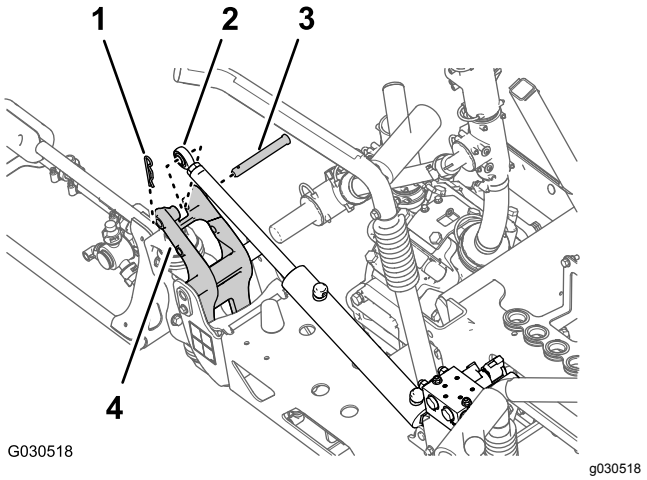

Rysunek 38
2. Wyjmij zawleczkę, a następnie sworzeń mocujący siłownik od strony tłoczyska do wspornika osi obrotu (Rysunek 38).